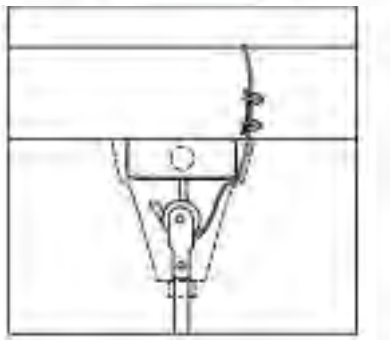

*Figure 3*
9. Ce ventilateur est équipé d'un câble de soutien de secours nécessaire. Il peut être fixé à la structure de poutre et accroché solidement d'une façon telle qu'il puisse supporter le poids du ventilateur dans l'éventualité où le crochet de fixation ou une autre partie casse. Après avoir enroulé le câble autour d'une partie de structure pouvant supporter 137 kg, fixez ce câble avec les serre-câbles fournis comme illustré en Figure 3 (REMARQUE : Tout matériel additionnel nécessaire pour des installations spécifiques peut être acheté chez votre distributeur local).
**IMPORTANTE PRÉCAUTION : Le câble de sécurité ne doit pas être placé entre le cylindre en caoutchouc et le crochet, mais plutôt comme illustré en Figure 3.**
10. Quand vous suspendez le ventilateur sur le crochet en J fourni par l'usine, assurez-vous que le câble en haut de la tige est positionné derrière le crochet en J comme illustré en Figure 3.